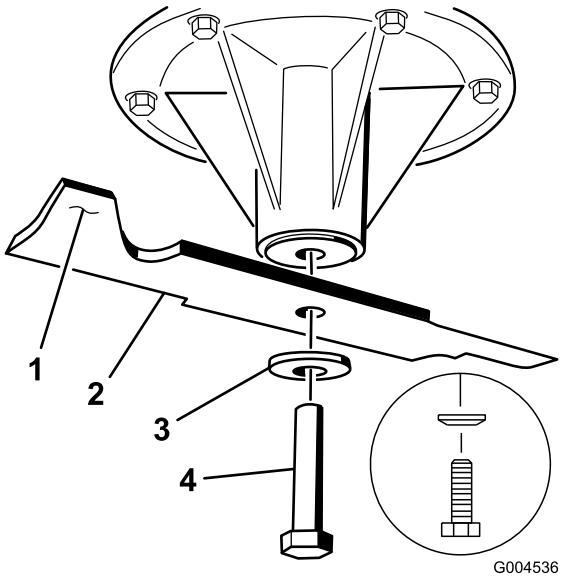

Figur 94
Obs: Om kniven stannar kvar i ett horisontellt läge är den i balans och kan användas. Om kniven inte är balanserad kan du fila bort lite metall från knivens segeldel (Figur 94). Upprepa proceduren tills kniven är balanserad.
1. Montera kniven på spindelaxeln (Figur 94).
Obs: Montera fjäderskivans kon mot skruvens huvud (Figur 94). Dra åt knivskruven till 115–150 Nm.